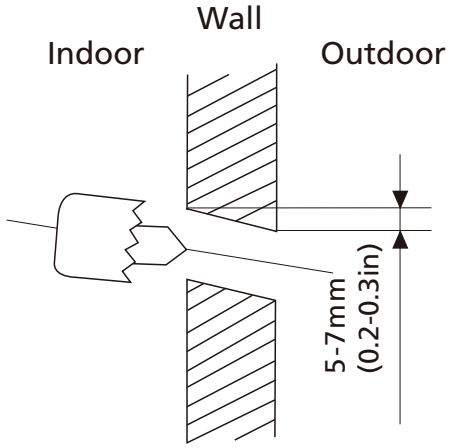

Fig. 3.2
2. Using a 65mm (2.5in) or 90mm(3.54in) (depending on models)core drill, drill a hole in the wall. Make sure that the hole is drilled at a slight downward angle, so that the outdoor end of the hole is lower than the indoor end by about 5mm to 7mm (0.2-0.275in). This will ensure proper water drainage. (See **Fig. 3.2**)